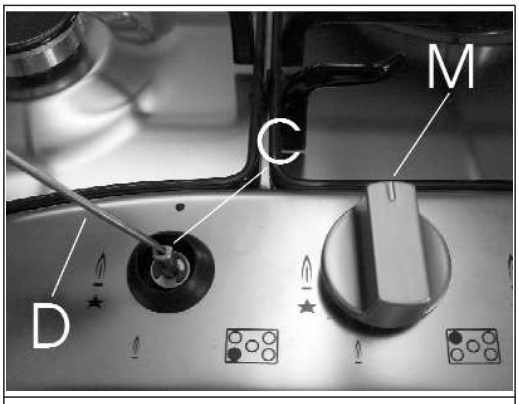

FIG. 13
- Slip hanens reguleringshåndtag "M" (fig. 13), som kun sidder fast med et tryk på dens tap.
- Sæt en lille skruetrækker "D" ind i hullet "C" (fig. 13) og drej justerskruen mod højre eller venstre, indtil brænderens flamme er indstillet til et passende "Minimum".